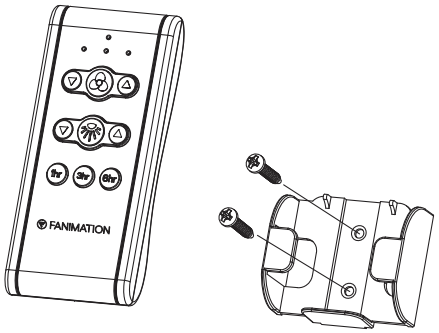

Figura 1
1. **Instalación de la placa de la pared:** (Figura 1)